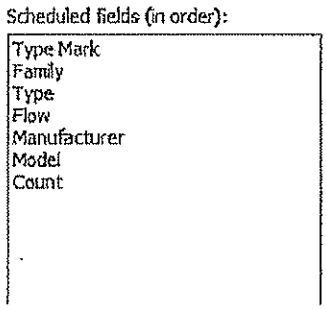

Figure 14–43
6. Continue adding the fields shown in Figure 14–43 in this order.